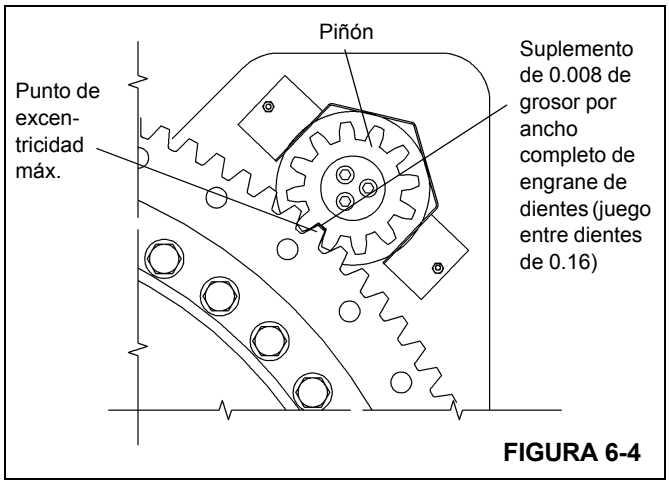

FIGURA 6-4
5. Instale el piñón del mecanismo alineándolo con el punto alto (excentricidad máxima) del cojinete de la plataforma de giro. Utilice un suplemento de 0.008 pulg (0.203 mm) de grosor y revise el juego entre dientes (Figura 6-4). Si es necesario mover el piñón para obtener el juego entre dientes apropiado, consulte a su distribuidor local.